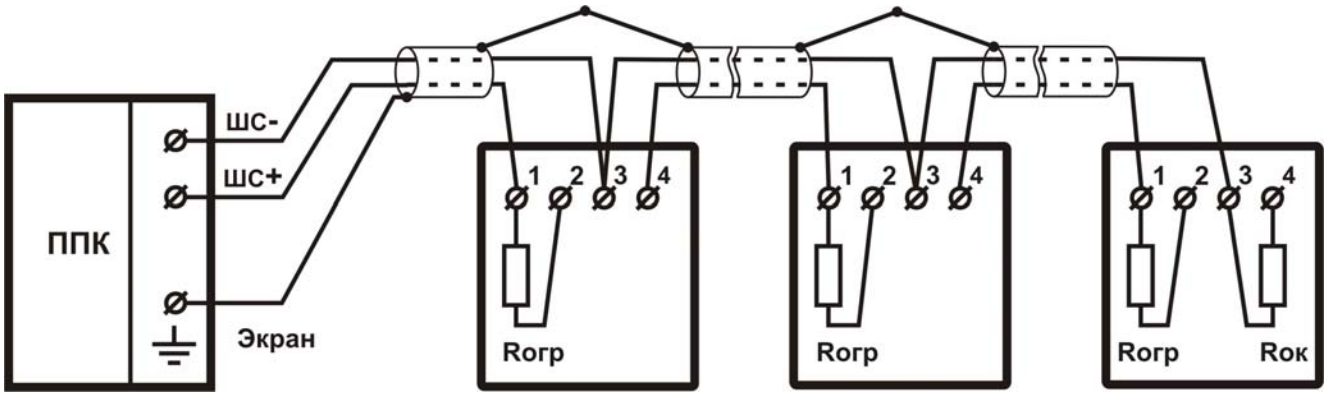
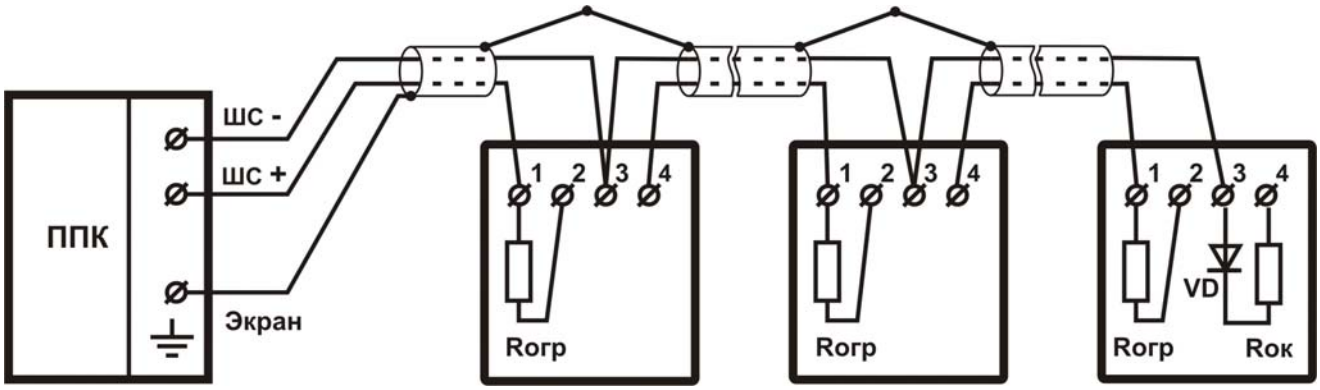

**Рис. 3**
**Рис. 4**
6.6 Подключить ШПС к извещателю согласно рис. 3 или рис. 4 и затянуть винты. К одному винтовому соединению можно подключать до двух проводов с сечением от 0,2 до 0,5 мм$^2$. Проверить надежность соединения. Закрыть крышку извещателя, совместив метки на основании и на крышке. Провернуть крышку относительно основания по ходу часовой стрелки до упора.